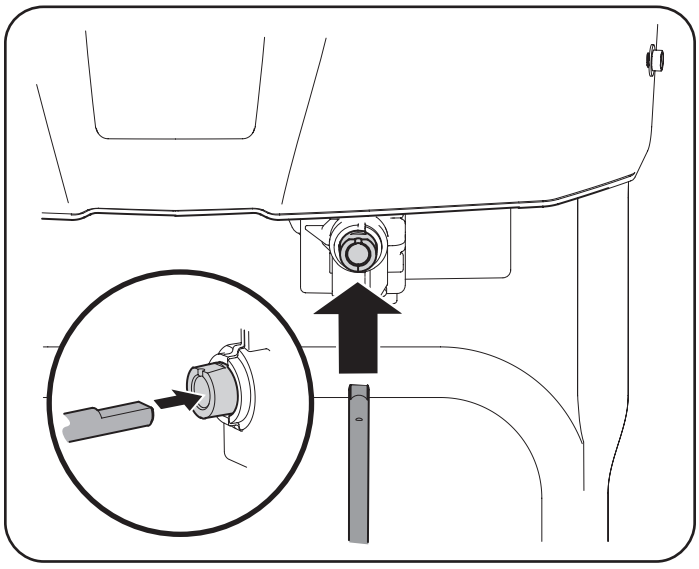

Figura 38
5. Inserte el otro extremo de la varilla de control del canal en el acoplador que se encuentra debajo del panel de la manija. Asegúrese de alinear el extremo plano de la varilla y el extremo plano del acoplador. Puede ser necesario girar la varilla hasta que se alineen estas dos superficies. Consulte el recuadro Figura 38.